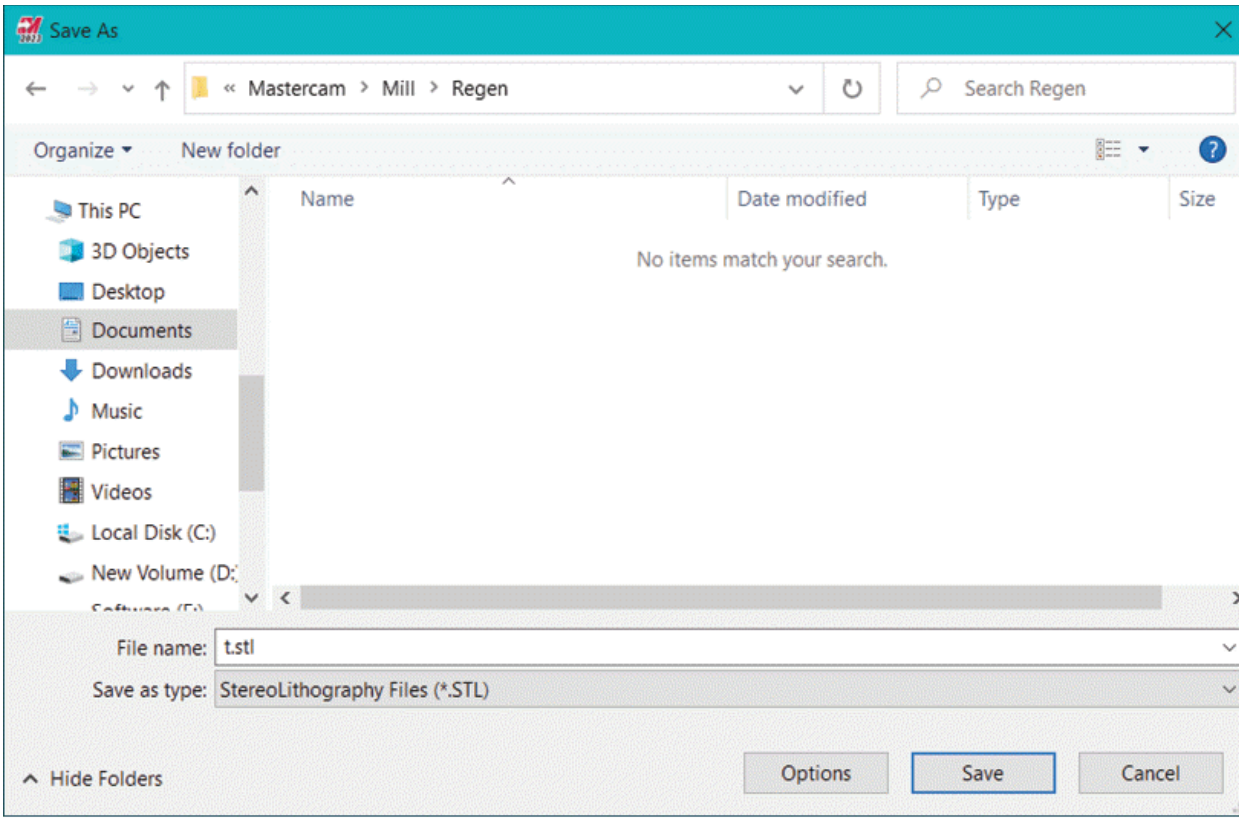

Figure-68. Save As dialog box
- Click on the **Export as STL** tool from the **Stock Model** drop-down in the **Stock** group of the **Toolpaths** tab in the **Ribbon**. The **Save As** dialog box will be displayed; refer to Figure-68.